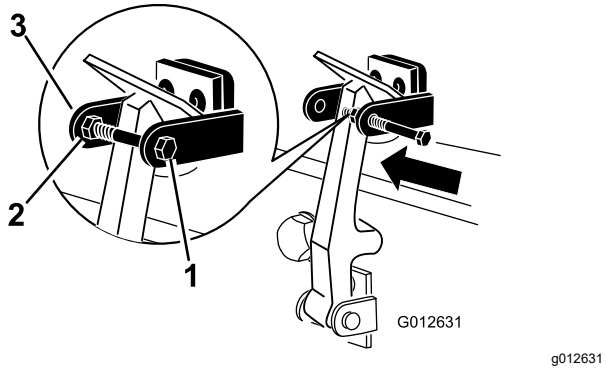

Figure 18
7. Vissez le boulon dans l'autre bras du support du loque pour bloquer le loquet en position (Figure 18).